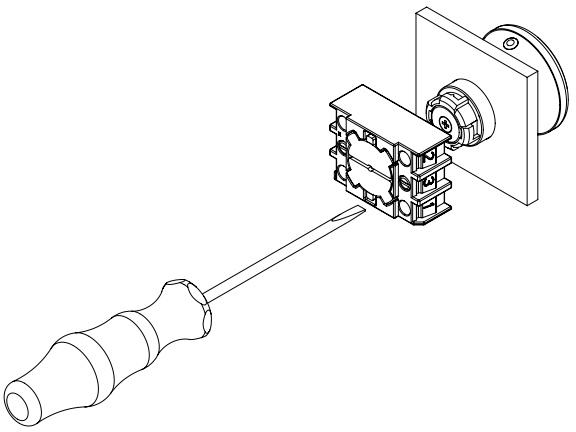

Rys. 1
1. Montaż elementów sterowniczych i kołnierza montażowego przez przykręcenie śrub kołnierza montażowego za pomocą wkrętaka płaskiego o wielkości 2 (patrz rys. 1)
1. Montaż sterowniczych i kołnierza montażowego przez przykręcenie śrub kołnierza montażowego za pomocą wkrętaka płaskiego o wielkości 2 (patrz punkt 3.1, rys. 1)